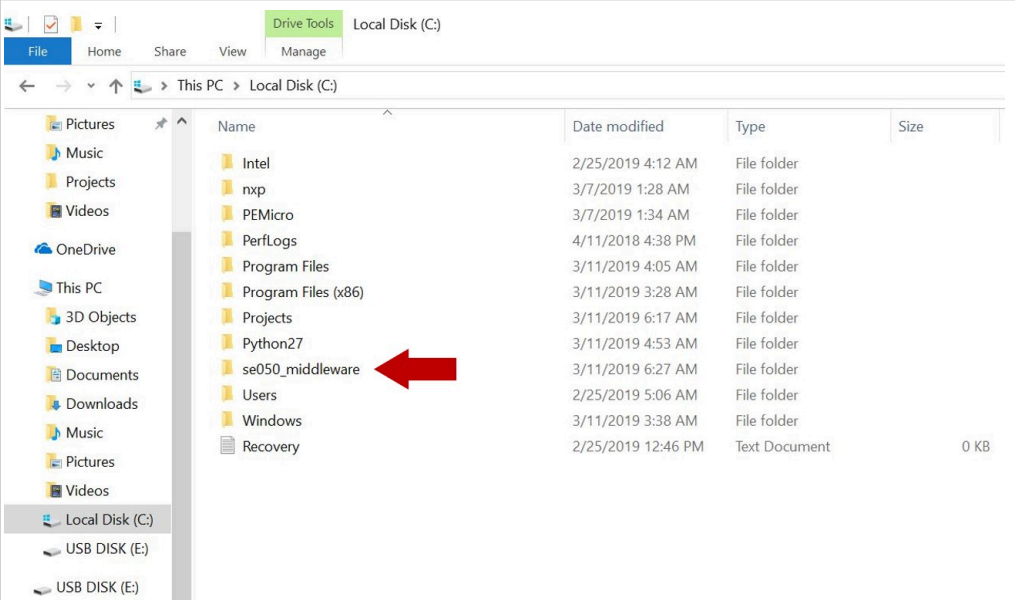

Figure 21. Create se050_middleware folder
2. Create a folder called ***se050_middleware*** in C: directory as shown in Figure 21: